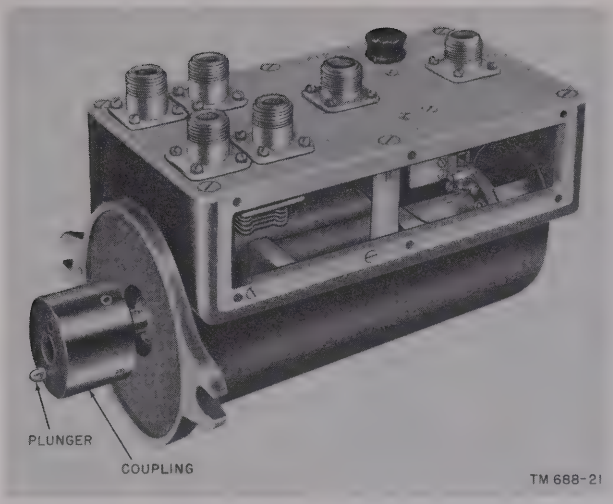

Figure 15. Electrical Goniometer GO–5/GRD.
(fig. 15)
c. Three goniometers are provided, one high-frequency (GO–6/GRD) and two low-frequency (GO–5/GRD) types. A low-frequency goniometer is used as the indicator goniometer (or resolver). Either a high- or low-frequency goniometer may be used for the signal goniometer, depending on the frequency of the received signal. For signals in the range of .54 to 10 mc, a low-frequency goniometer is used and for signals in the range of 8 to 30 mc, a high-frequency goniometer is used. The signal goniometer combines the outputs of the north-south and east-west antennas into one signal that is fed to the df receiver; the indicator goniometer resolves the signal back into two components of proper phase and amplitude, which are applied to the horizontal and vertical deflection plates of the azimuth indicator cathode-ray tube. The external appearance of Electrical Goniometer GO–5/GRD is illustrated in figure 15. Figures 125 and 126 are schematic diagrams for Electrical Goniometers GO–5/GRD and GO–6/GRD.